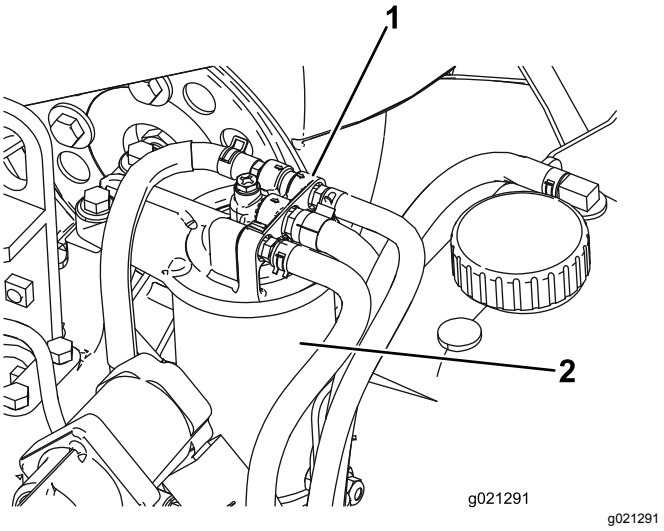

**Figuur 79**
1. Reinig de omgeving van de plaats waar het filter wordt gemonteerd (Figuur 79).
2. Verwijder het filter en reinig het filterkopplaatsingsoppervlak (Figuur 79).